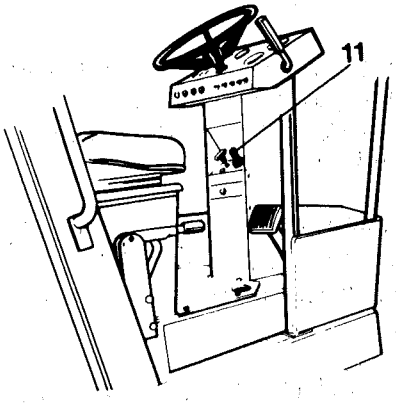

Fig. 7 Puesto de conducción
4 Apretar el botón del acelerador (11), fig. 7, y tirar de éste hasta 1/4 del recorrido.